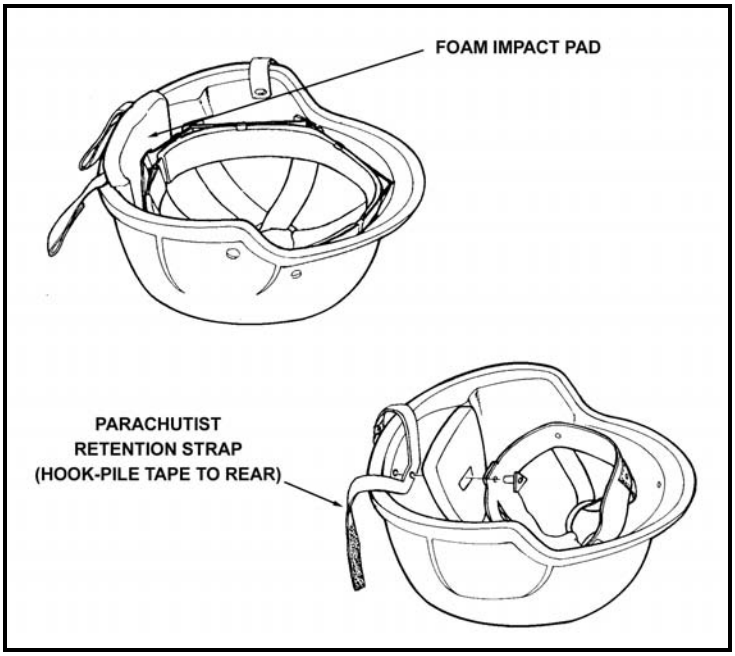

Figure 2-7. PASGT helmet with retention strap and foam impact pad.
a. **Parachutist Helmet Modifications**. The helmet is modified for airborne operations by adding a parachutist retention strap and a foam impact pad (Figure 2-7). These items provide maximum safety and stability. Also, the PIL is inserted to further protect the jumper’s head during PLFs.